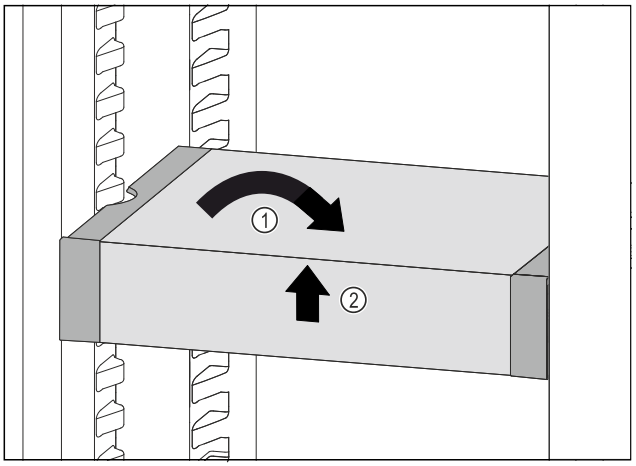

Fig. 124
▶ Poziționați drept VarioSafe. *Fig. 124 (1)*
▶ Ridicați în față VarioSafe. *Fig. 124 (2)*